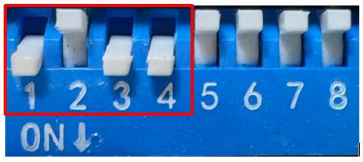

图 6.22 外部摇杆闭环拨码开关设置
- 将拨码开关设置为 SW4=ON（选择闭环运行模式），SW1=ON，SW2= OFF，SW3= ON（选择外部摇杆控制方式），如图 6.22。